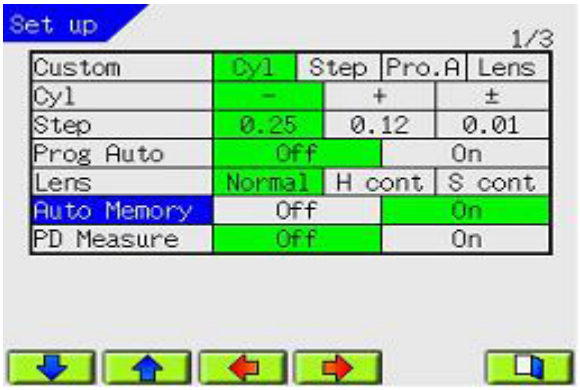

Figure SU-19 Auto Memory, Setup Screen
1. On the Setup Screen, press the UP or DOWN buttons to find the Auto Memory category, then press the RIGHT button to highlight “Auto Memory”. Refer to Figure SU-19.